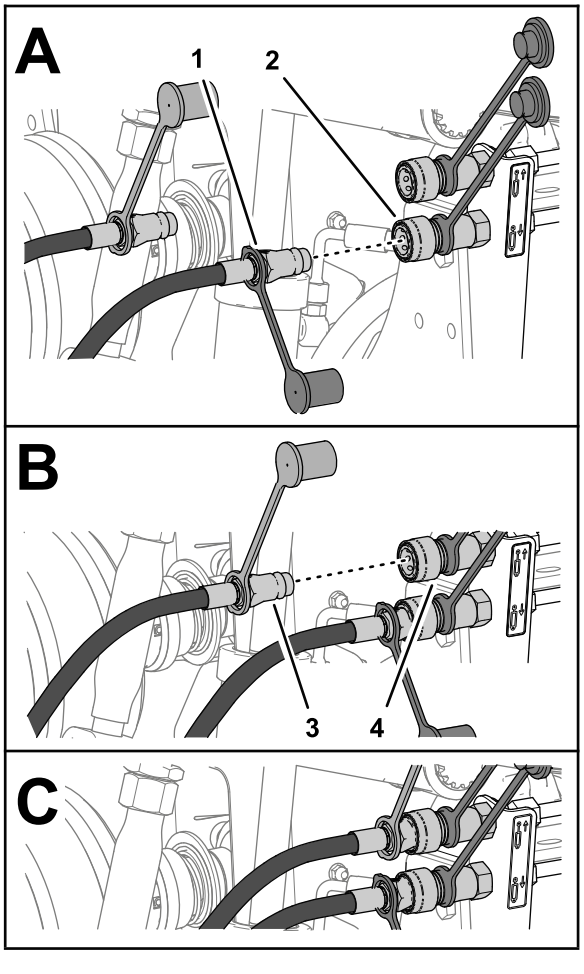

Figur 27
4. Koble sylinderforlengelsesslangen for hurtigkoblingen til senkekretsen for det bakre tilbehøret på hurtigfrakoblingen (Figur 27).